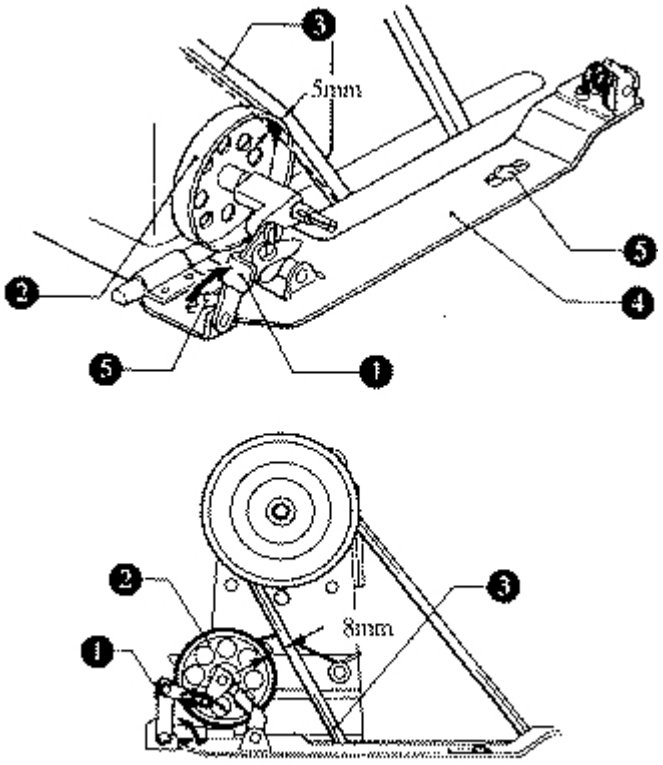

рис.11
6. **Установка моталки (Рис.11)**